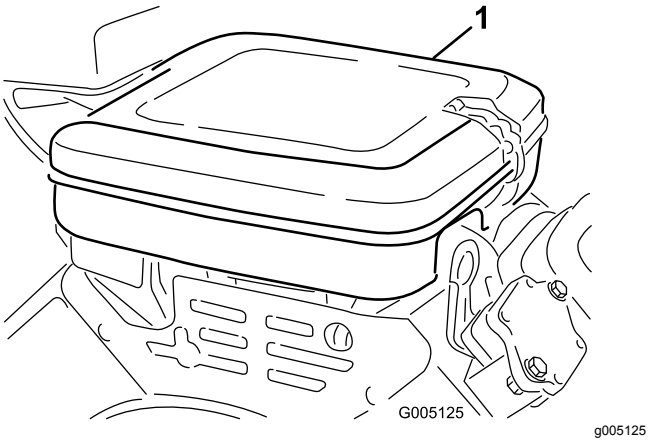

Figur 44
1. Udløs låseclipsene, og fjern luftfilterdækslet (Figur 44). Rengør dækslet grundigt.